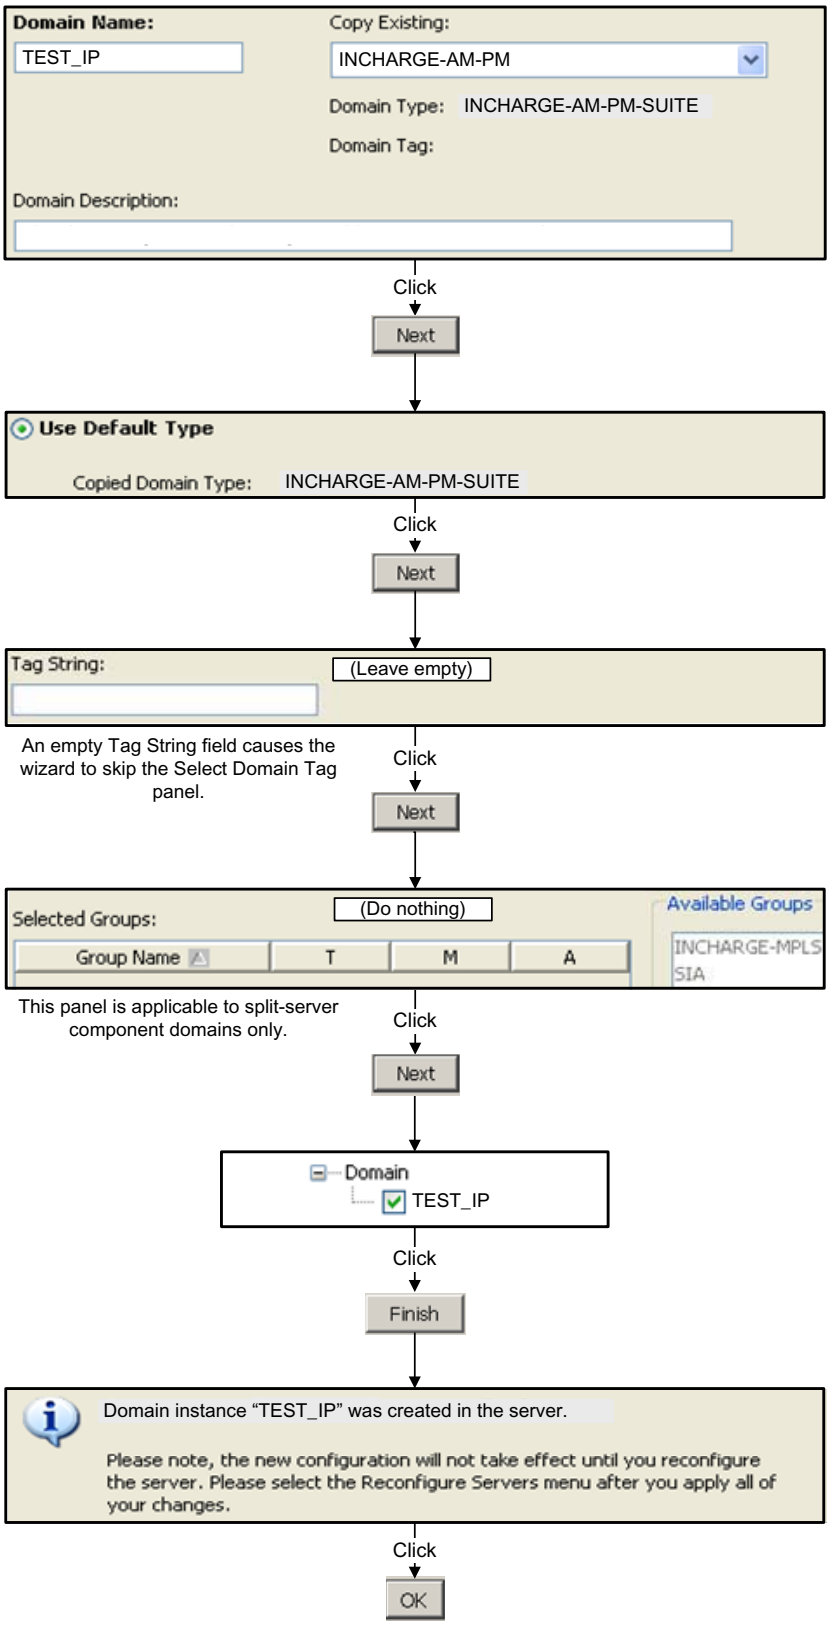

Figure 13 Using the Domain Creation Wizard to create the TEST_IP domain for Exercise 3
8. Consult Figure 13 on page 72 and follow the directions to create an IP Manager domain named **TEST_IP**. (Type **TEST_IP** in the **Domain Name** field and select **INCHARGE-AM-PM** in the **Copy Existing** drop-down list.)